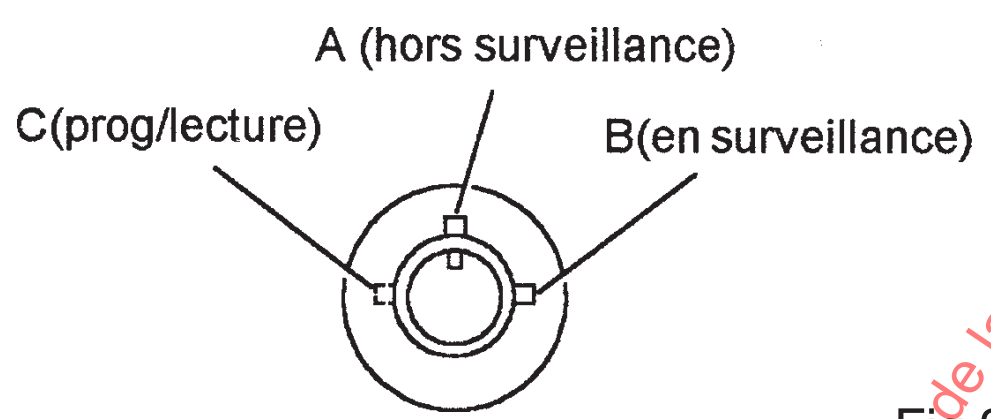

Fig.26
- Mettre la clé (34) sur la position B (EN SURVEILLANCE) fig.26 :